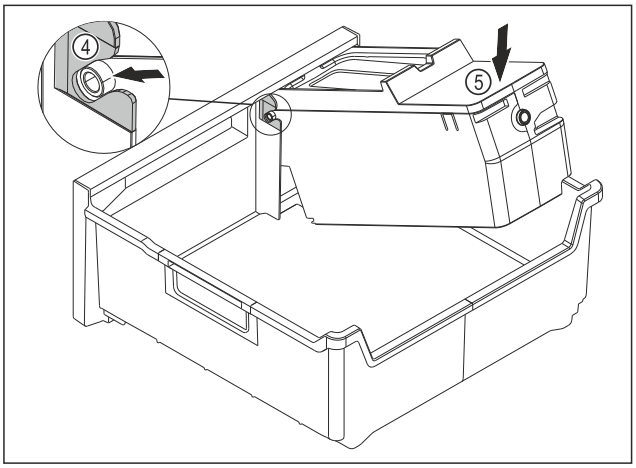

Fig. 149
▶ EasyTwist-Ice-rungon asennus: Työnnä EasyTwist-Ice-rungon akselit ohjaimiin *Fig. 149 (4)*.
▶ Paina EasyTwist-Ice-runkoa *Fig. 149 (5)* takaa alaspäin.